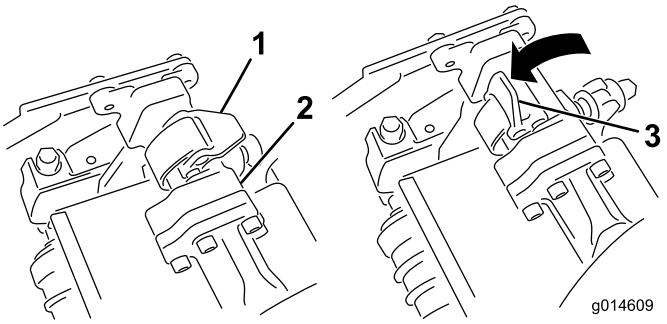
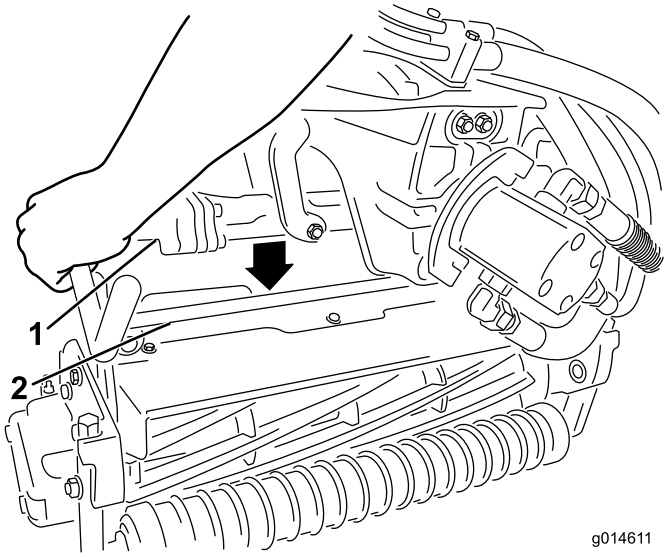

Figuur 13
Figuur 14
9. Zorg ervoor dat de vergrendelingen op de ophangarm omhoog wijzen (dus open staan) (Figuur 13), druk de ophangarm omlaag zodat de stang ervan over de stang aan de bovenkant van het maaidek valt (Figuur 14).
10. Sluit de vergrendelingen rond de stang van het maaidek en vergrendel ze (Figuur 13).